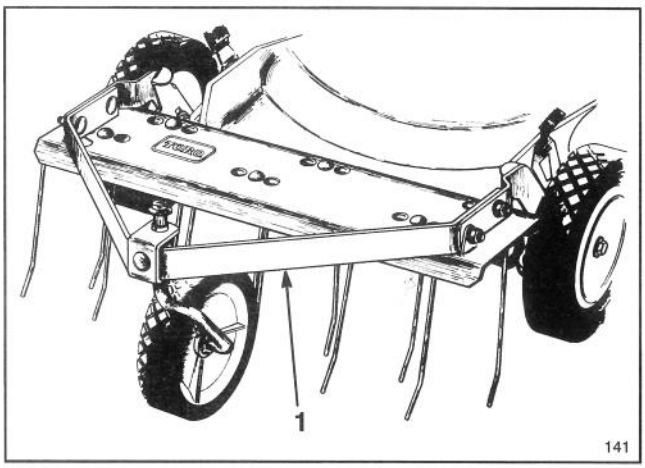

Figure 32
3. **Dethatcher Kit, Model No. 59131**—Installs in minutes. Front mounted for easy maneuverability (Fig. 32). Spring tines loosen thatch for clean vacuuming into grass bag and convenient disposal.